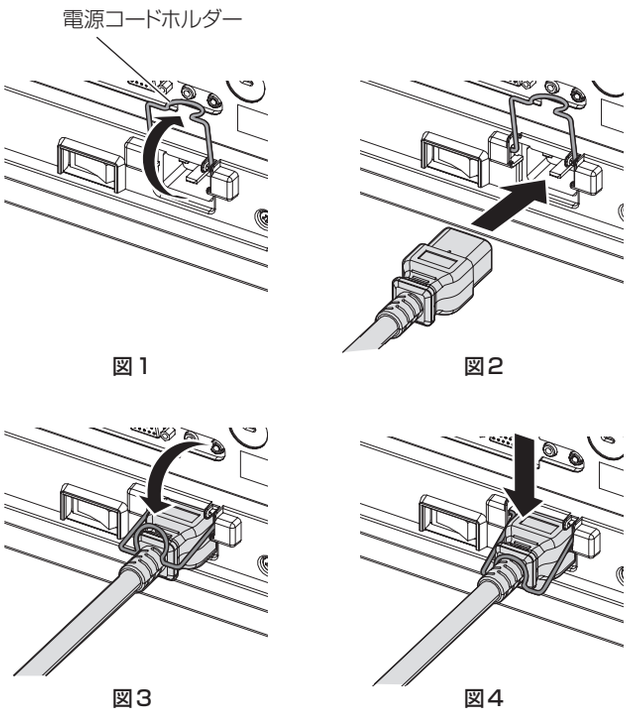

図 1　図 2　図 3　図 4
1) 電源コードが差し込めるように電源コードホルダーが上に持ち上がっていることを確認する（図 1）